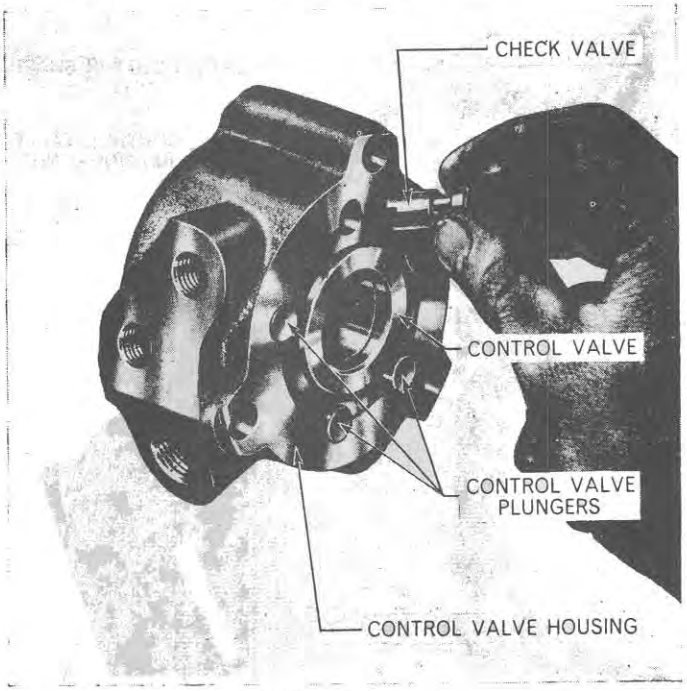

Figure 42
When no oil is being delivered by the pump to the valve, the oil circulates from one end of the steering cylinders to the other end. This is accomplished by means of the check valves, Figure 42. As the front wheels turn, the piston moves within the cylinder forcing the oil out of one end of the cylinder back to the control valve. Here it flows around the annular ring of the valve, enters the port to the right hand reaction valve, moves the ball from its seat, flows into the left hand annular ring, and on into the opposite ends of the steering cylinders. Otherwise, the cylinders would have no oil in them after a few turns.
12. Inspect the control valve, plunger springs to make sure that they are of the correct stiffness, Figure 42. Make sure that check valves and plungers are installed in the same bores in the control valve housing from which they were removed.